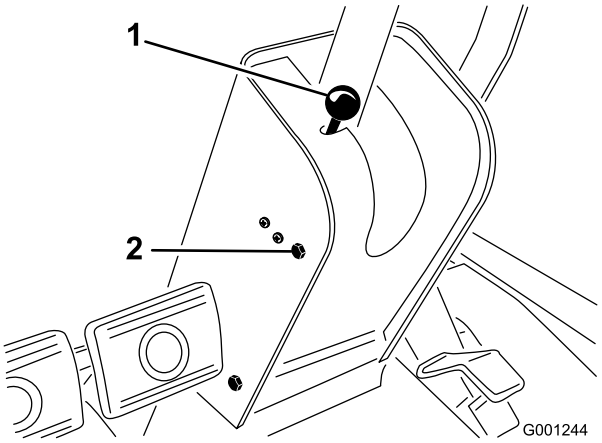

Figur 68
1. Fjern knappen fra stangen til parkeringsbremsen og skruerne fra ratstammekappen (Figur 68).